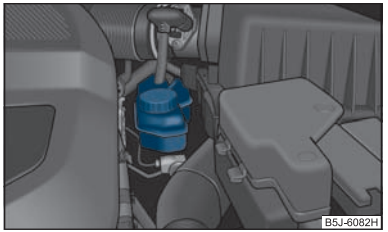

Fig. 143 Vano motor: Depósito del líquido de frenos
– Verifique el nivel de líquido de frenos en el depósito ⇒ página 177, fig. 143. El nivel debe encontrarse entre las marcas "MIN" y "MAX".